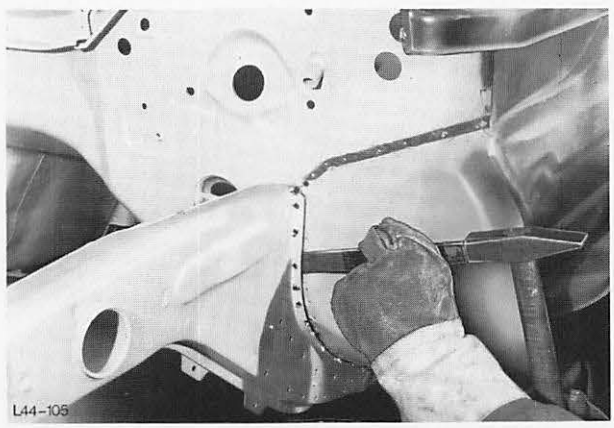

Abb. 103 Längsträger von der Spritzwand lösen
9. Längsträger von der Spritzwand lösen, Abb. 103.